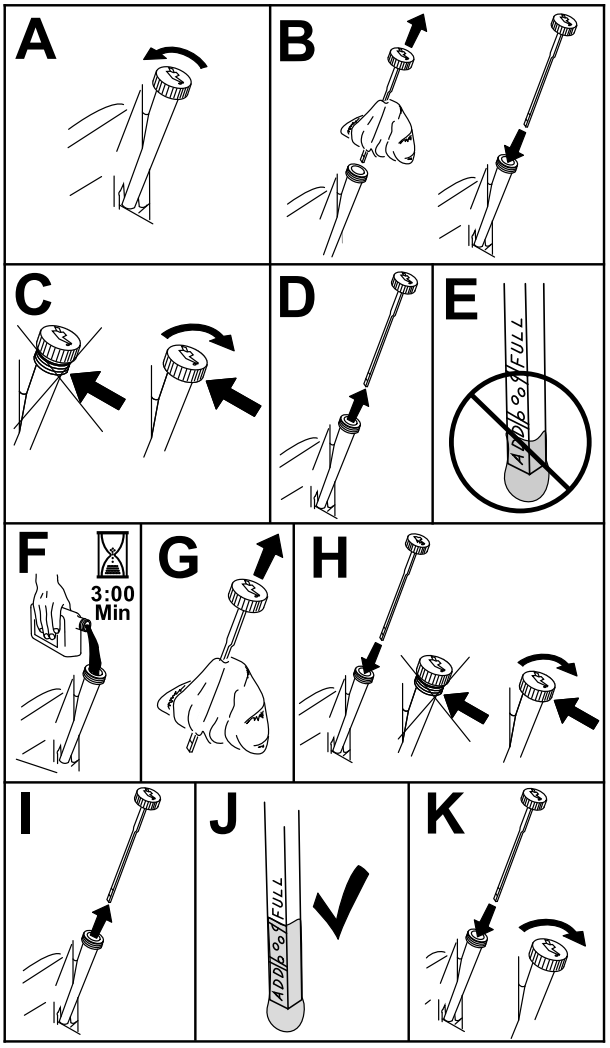

Figur 42
3. Rengör området runt oljepåfyllningslocket och oljestickan innan du tar bort stickan så att smuts och gräsklipp inte hamnar i motorn (Figur 42).